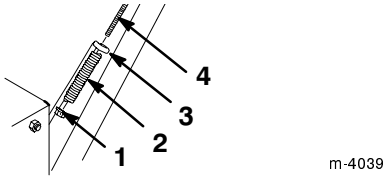

Figur 7
3. Håll handtagen i monteringsläget och sätt i hjuldrivningsstången genom öglan i den undre reglagestången till hjuldrivningen (figur 7).
1. Trä på fjädern på underdelen av hjuldrivningsstången (figur 7).
2. Gänga på låsmuttern med fläns (med flänsen vänd uppåt) på underdelen av hjuldrivningsstången, under fjädern (figur 7).